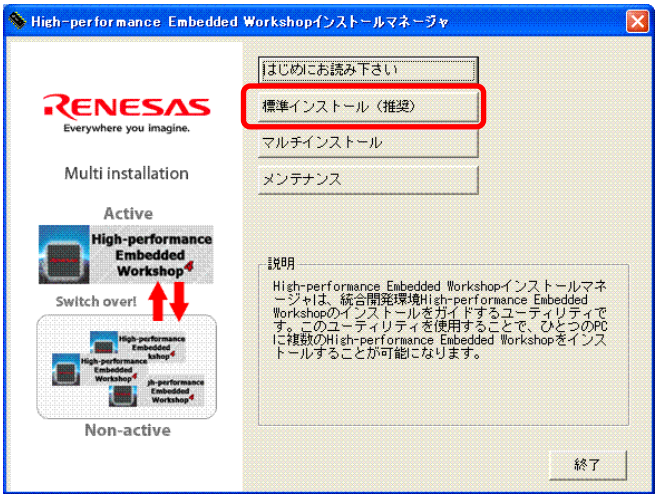

図 3.2 High-performance Embedded Workshop インストールマネージャ
(3) 【HewInstMan,exe】を実行すると、図 3.2のように[High-performance Embedded Workshopインストールマネージャ]画面が表示されます。